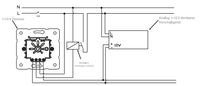
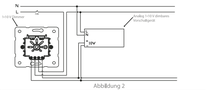

Abbildung 1
Abbildung 2
4- Dimmersockel (5), schließen Sie die Kabelanschlüsse entsprechend der Anwendung gemäß Anschlussplan (Abb. 1) oder (Abb. 2) an.
- Bei Lasten über 230 VAC SAX sollte der in Abbildung 1 gezeigte Installationsanschluss verwendet werden.
- Bei Lasten bis 230 VAC SAX sollte der in Abbildung 2 gezeigte Installationsanschluss verwendet werden.